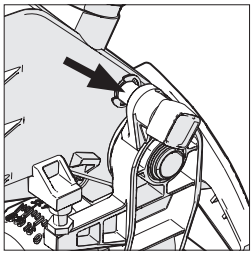

Fig. 16
- Asegúrese de que el cabezal de corte está en su posición inferior bloqueado con el pasador de retención totalmente encajado **(ver fig.16).**
- Asegúrese de que el cabezal de corte está en su posición inferior bloqueado con el pasador de retención totalmente encajado **(Fig. 16)**.
- Retire el pasador de retención del cabezal **(Fig. 16)** y permita que el cabezal de corte se eleve a su posición superior.